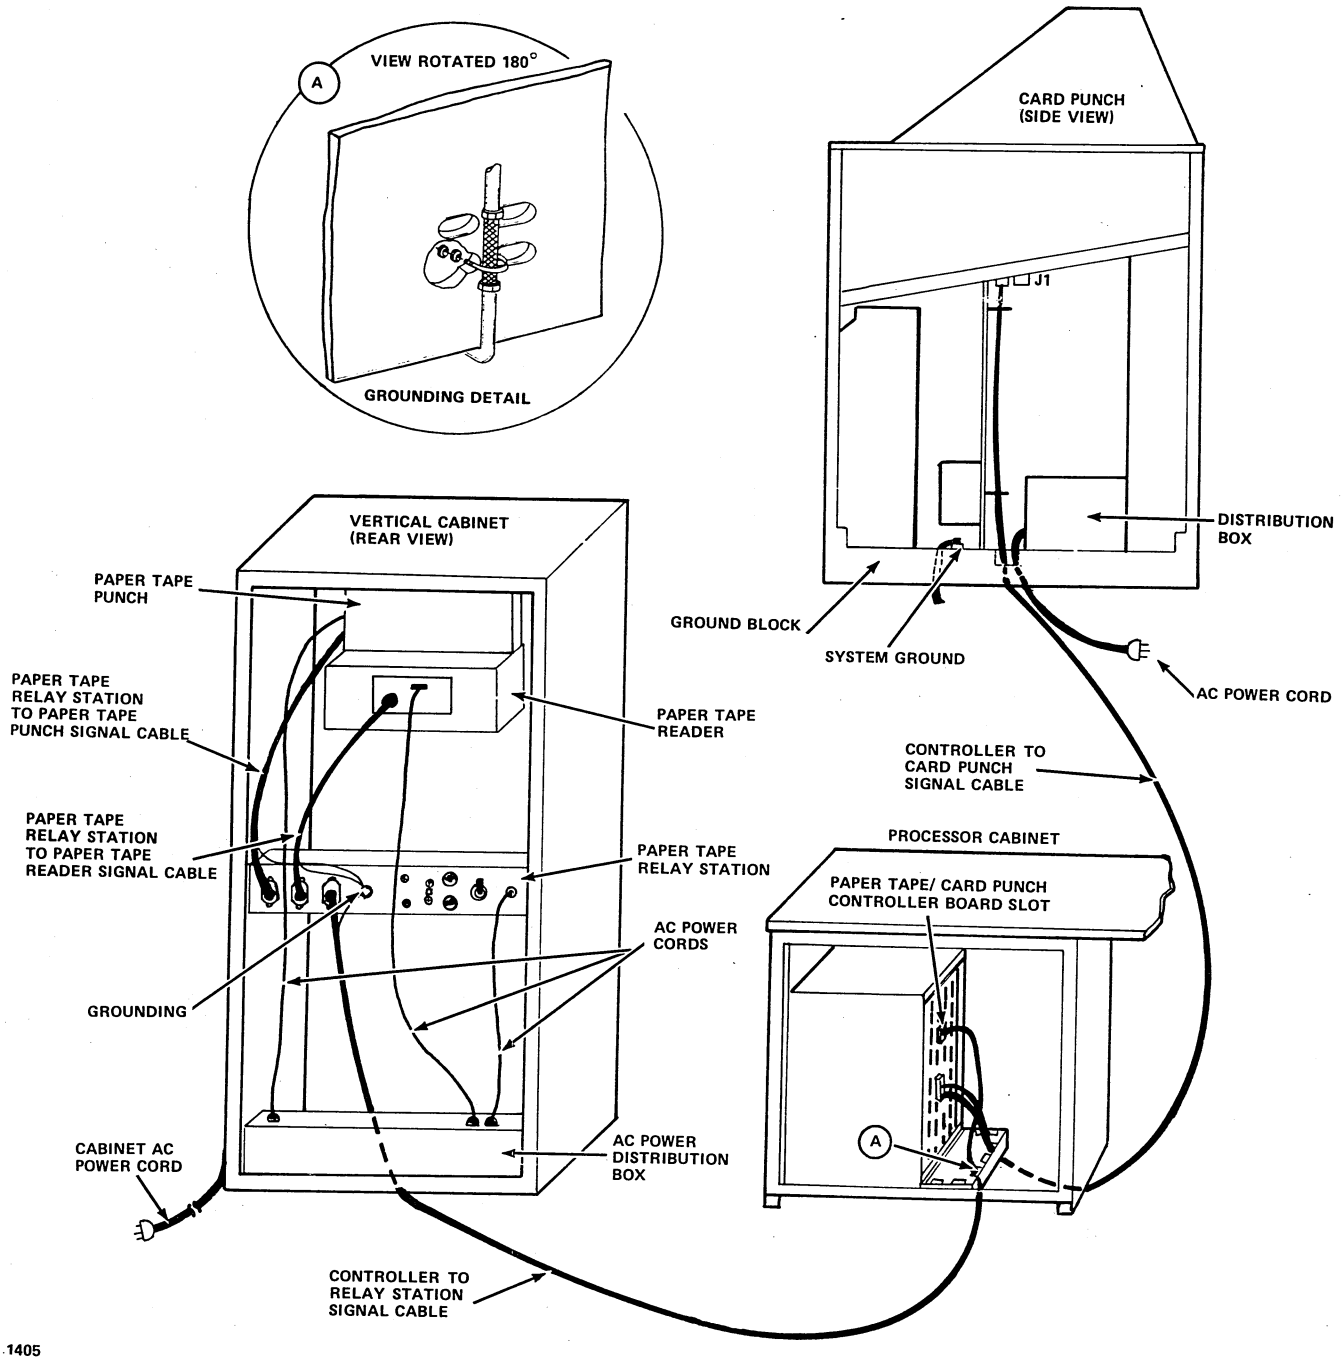

Figure 26-4. Signal and Power Cable Connections
Figure 26-4 illustrates the connection of the interface cables between the controller backplane slot and the relay station and devices. Install the cables as follows, ensuring that the cable shield is properly grounded.
2. Ground the cable shield at the processor cabinet as shown in the grounding detail of figure 26-4.
5. Ground the cable shield at the processor cabinet as shown in the grounding detail of figure 26-4.
Refer to figure 26-4 for details on connecting the input power cords of the paper tape and card punch devices and the relay station. Compare the unit name plate power ratings with the available site power source before connecting the units to the power source.